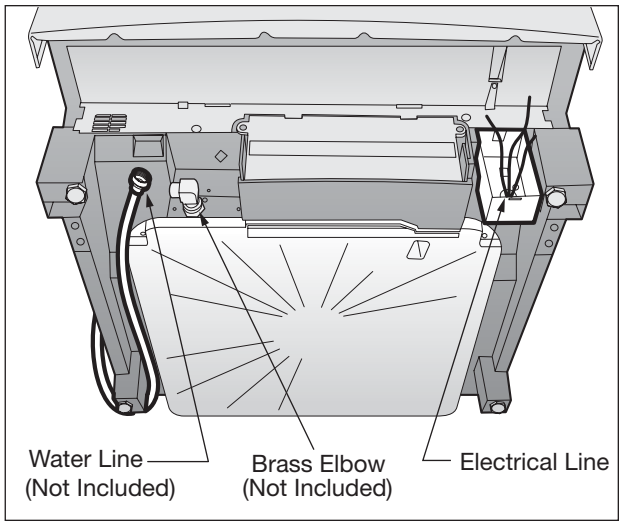

Figure 2-2. Component Location
3. Locate water inlet valve behind kickplate on bottom left underside of unit. The valve has a 3/8” NPT female fitting. Remove pipe plug. (See Figure 2-2)
4. Wrap 90° elbow (not included) with pipe thread tape (or apply joint compound) and thread it into water inlet valve. When tightened, elbow should point toward the left. To prevent bending of bracket or breaking of valve, avoid over tightening. (See Figure 2-2)
2. Locate the electrical supply and the dishwasher's electrical junction box on right underside of unit behind kickplate assembly. (See Figure 2-2.)
3. Determine where you will connect to household hot water supply. Review Figure 2-2 and note the location of water inlet valve. Determine where you will connect the drain hose.
2. Route water line to water inlet valve as shown in Figure 2-2.